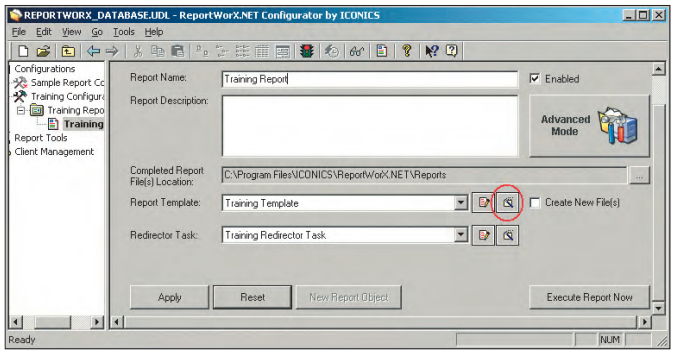

Рис. 9. Конфигурирование отчёта
2. Введите произвольное имя отчёта в поле **Report Name** (рис. 9). Установите флажок **Enable** (Включён) и нажмите кнопку **Apply** (Применить).
1. Нажмите кнопку (Create New Template Object), расположенную справа от поля **Report Template** (Шаблон отчёта, рис. 9). При этом будет запущен Мастер шаблонов. Нажмите кнопку **Next** (Далее).